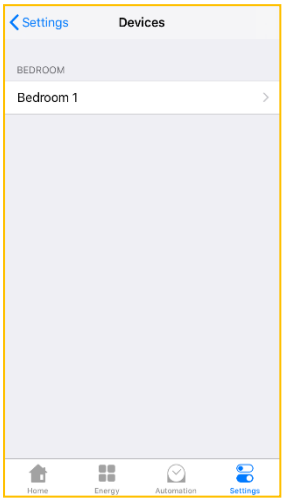
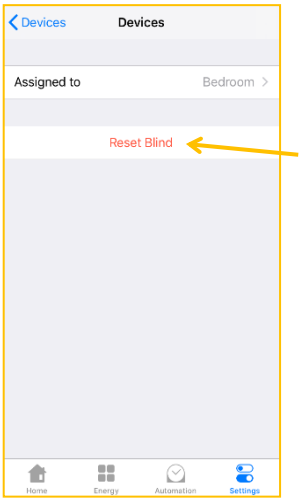

Figure 60
Figure 61
- **Devices** – view the list of BLINDS connected to your rooms and select appropriate BLINDS *(Fig. 60)*. Click at the BLINDS name to change the BLINDS installation room, or reset the settings using **Reset Blinds** key *(Fig. 61)*.